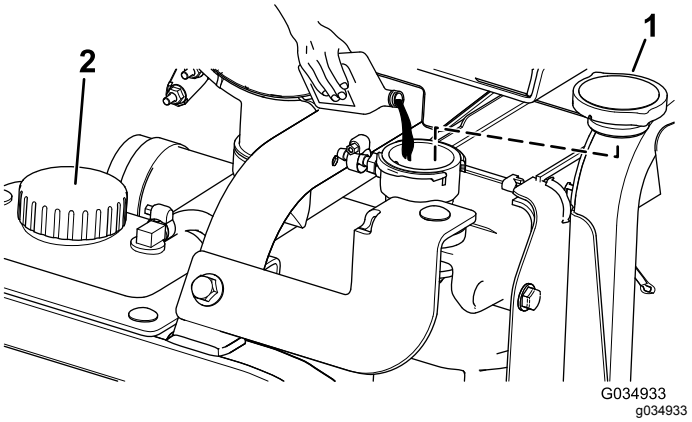

Figur 125
5. Fyll på kylaren med kylvätska tills kylvätskenivån är i jämnhöjd med påfyllningsöppningens kant (Figur 125).